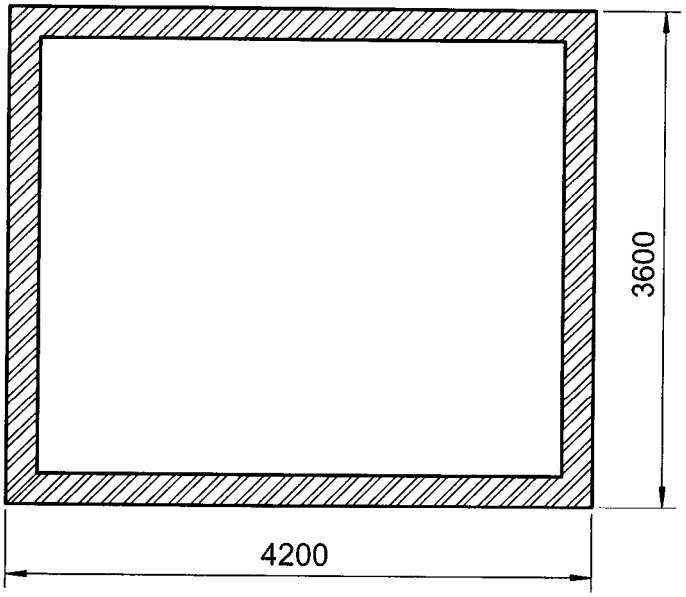

FIGURE 4.8
4.8 FIGURE 4.8 represents a drawing of the sub-structure of a strong room in your Civil Technology centre.